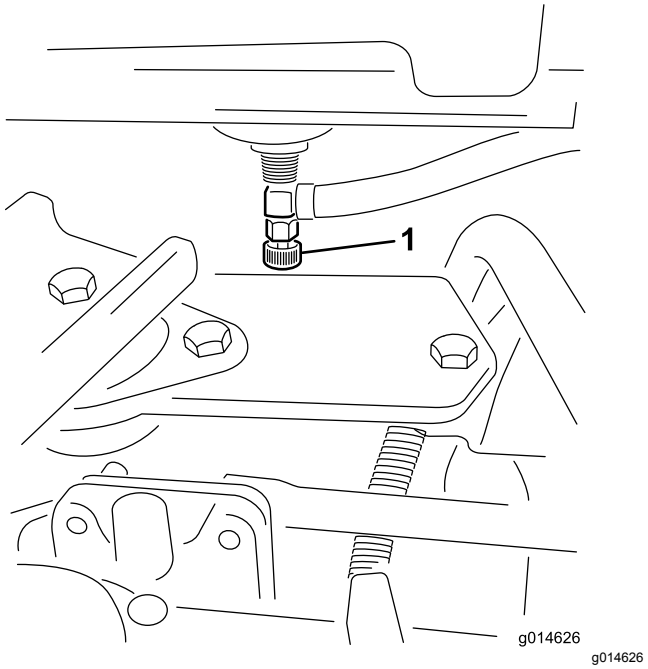

Rysunek 45
1. Zamknij zawór odcinający paliwo (Rysunek 45) znajdujący się pod zbiornikiem paliwa.